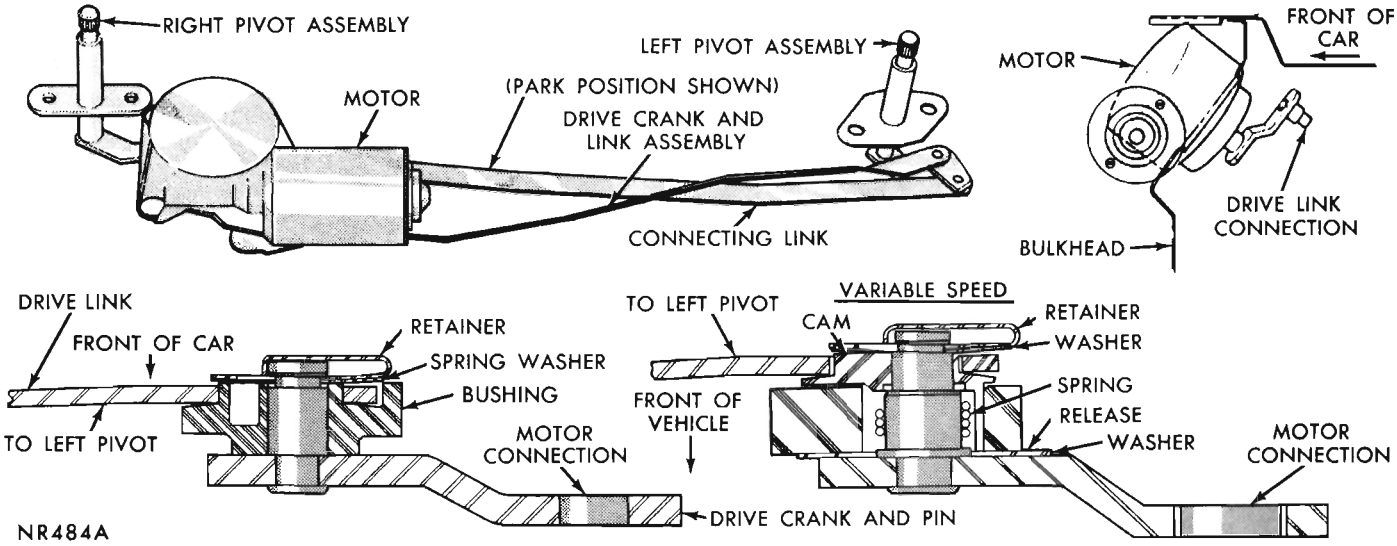

Fig. 7—Wiper System (Except Fury and V.I.P.)
In heater equipped models, remove motor drive crank arm retaining nut and pry crank arm off of motor shaft. Gently pry drive link and bushing from left pivot crank arm pin and withdraw assembly from under panel. Remove motor drive crank arm from drive link after removal of assembly from vehicle (Fig. 7).
(1) Install bushing on motor crank arm pin, position drive link on bushing so large side of **pivot bushing** faces away from drive crank arm. Large side of pivot bushing will be on same side of link as crank arm retainer.
(2) Install spring washer, convex side towards link and install retainer (Fig. 7).